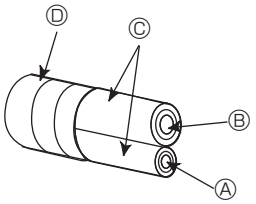
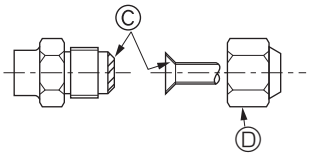

Fig. 4-4
Fig. 4-5
Ⓐ (Fig. 4-5)
4.4. Tubos de conexión (Fig. 4-4) (Fig. 4-5)
[Fig. 4-5]